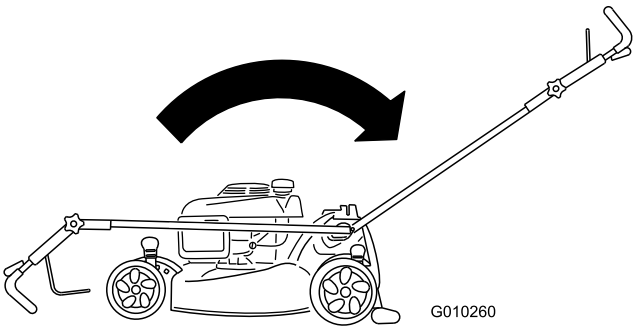

Figur 3
1. Dra håndtaket bakover og hold det øvre håndtaket på plass (Figur 3).